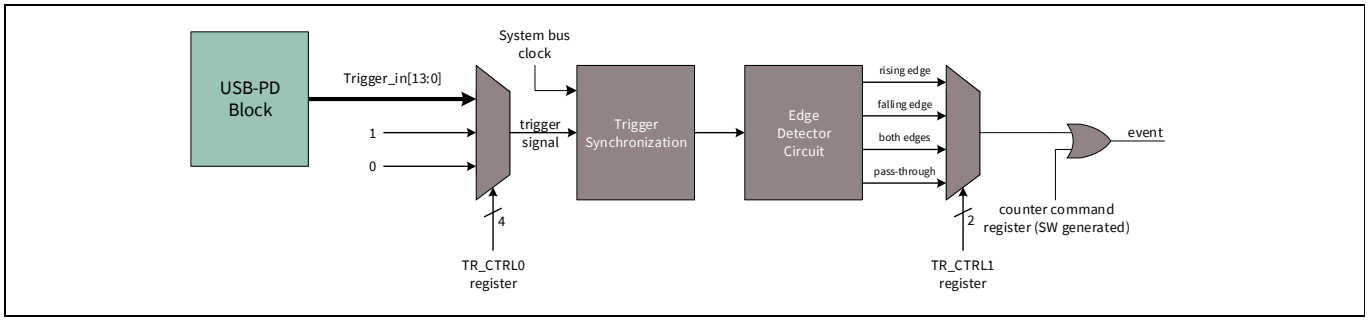

**Figure 19-2. TCPWM trigger selection and event detection**
**Figure 19-2** shows the trigger selection and event detection in the TCPWM block. The trigger control register 0 (TCPWM_CNTx_TR_CTRL0) selects one of the 16 trigger inputs as the event signal. Additionally, constant '0' and '1' signals are available to be used as the event signal.
Any edge (rising, falling, or both) or level (high or low) can be selected for the occurrence of an event by configuring the trigger control register 1 (TCPWM_CNTx_TR_CTRL1). This edge/level configuration can be selected for each trigger event separately. Alternatively, firmware can generate an event by writing to the counter command register (TCPWM_CMD), as shown in **Figure 19-2**.